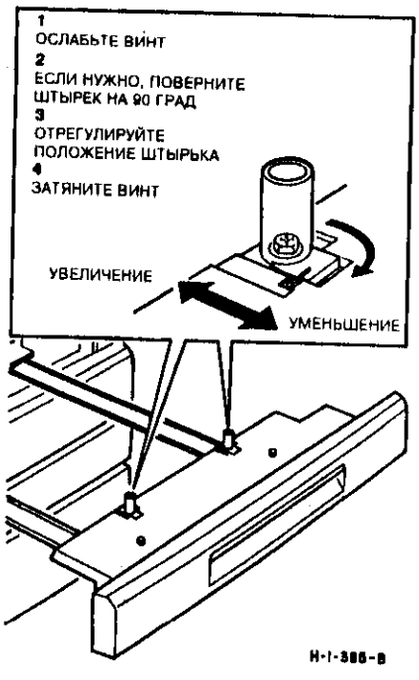

Рисунок 2. Регулировка регистрации
3. (Рисунок 2) Отрегулируйте положение правого и левого штырьков фиксации кассеты.